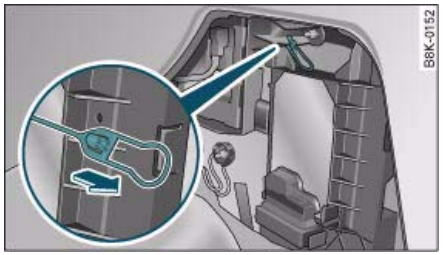

Fig. 249 Luggage compartment: Releasing the fuel tank flap manually
– Release the ring from its holder and pull the ring ⇒ fig. 249. You should now be able to open the tank flap in the usual way ⇒ *page 252.* ■